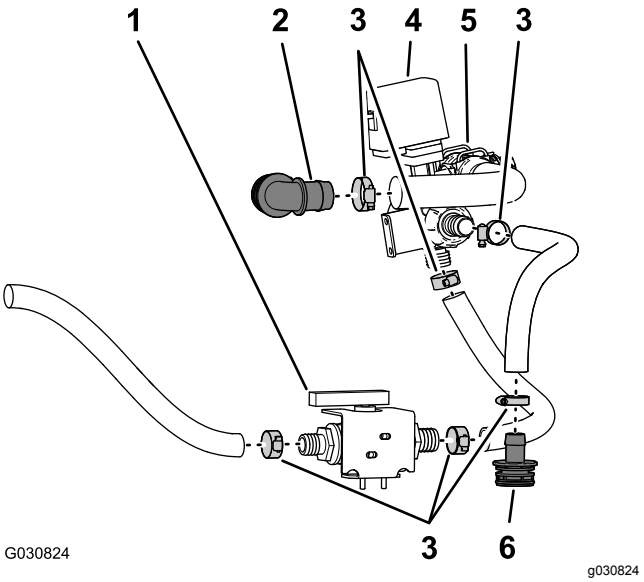

Figur 70
1. Fjern slangeklemmene som fester slangen mellom kuleventilen og bunnen av risteventilen (Figur 70).
2. Fjern slangeklemmen som fester slangen til den andre enden av kuleventilen (Figur 70).
3. Fjern slangeklemmen som fester 90°-koblingen med mothaker til slangen fra omløpsventilen (Figur 70).
4. Fjern slangeklemmene som fester slangen mellom den rette koblingen med mothaker og risteventilen (Figur 70).